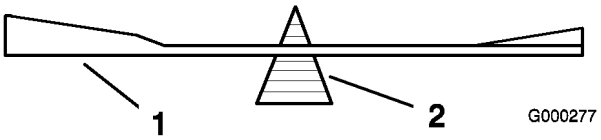
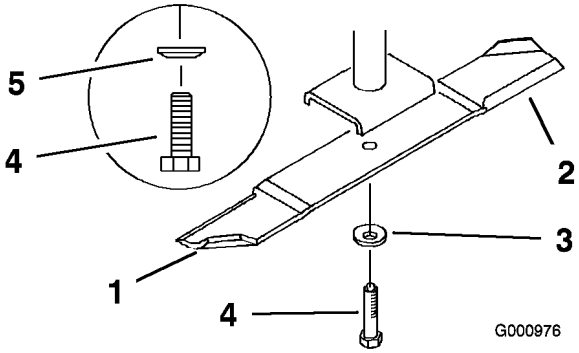

Figur 79
Figur 80
2. Fjern knivbolten, fjederskiven og kniven fra spindelakslen (Figur 80).
2. Kontroller skæreknivens balance ved at placere den på en afbalanceringsenhed (Figur 79). Hvis skærekniven forbliver i en vandret position, er kniven afbalanceret og kan benyttes. Hvis kniven ikke er afbalanceret, skal der slibes lidt mere metal af sejlområdet (Figur 80). Gentag denne procedure, indtil kniven er afbalanceret.
1. Monter kniven på spindelakslen (Figur 80).
2. Monter fjederskiven og knivbolten. Fjederskivens konus skal installeres mod boltens hoved (Figur 80). Tilspænd knivbolten med et moment på 115-150 Nm.